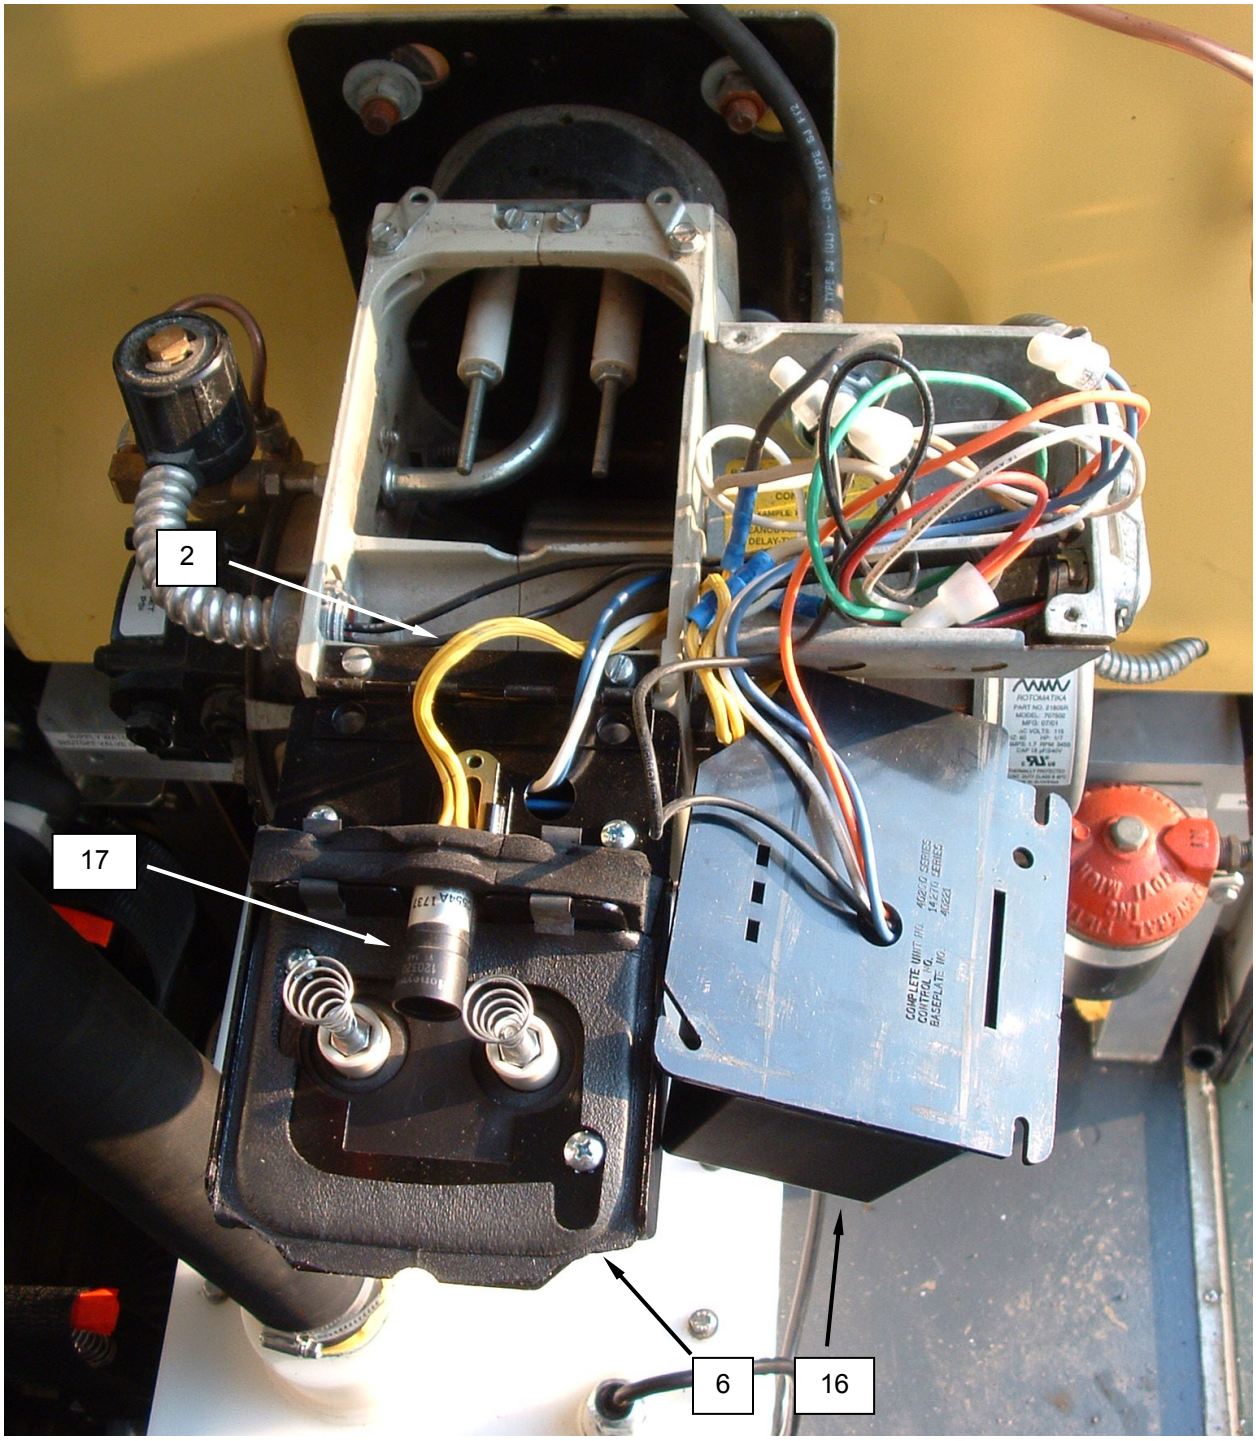

Figure 10. Replace the CAD Cell.
2. Remove screws retaining transformer **(Figure 10, Item 6)**, and swing transformer up and out of the way.
3. Remove screws retaining controller **(Figure 10, Item 16)** to burner.
4. Remove controller **(Figure 10, Item 16)** from burner.
5. Tag and disconnect wiring **(Figure 10, Item 23)** from CAD cell **(Figure 10, Item 17)**.
6. Remove CAD cell **(Figure 10, Item 17)** from burner.
7. Insert replacement CAD cell **(Figure 10, Item 17)** into burner.
8. Connect replacement CAD cell wiring **(Figure 10, Item 18)** as tagged.
9. Install controller **(Figure 10, Item 16)** as an assembly onto burner, and retain with screws.
10. Swing transformer **(Figure 10, Item 6)** back into place and retain with screws.